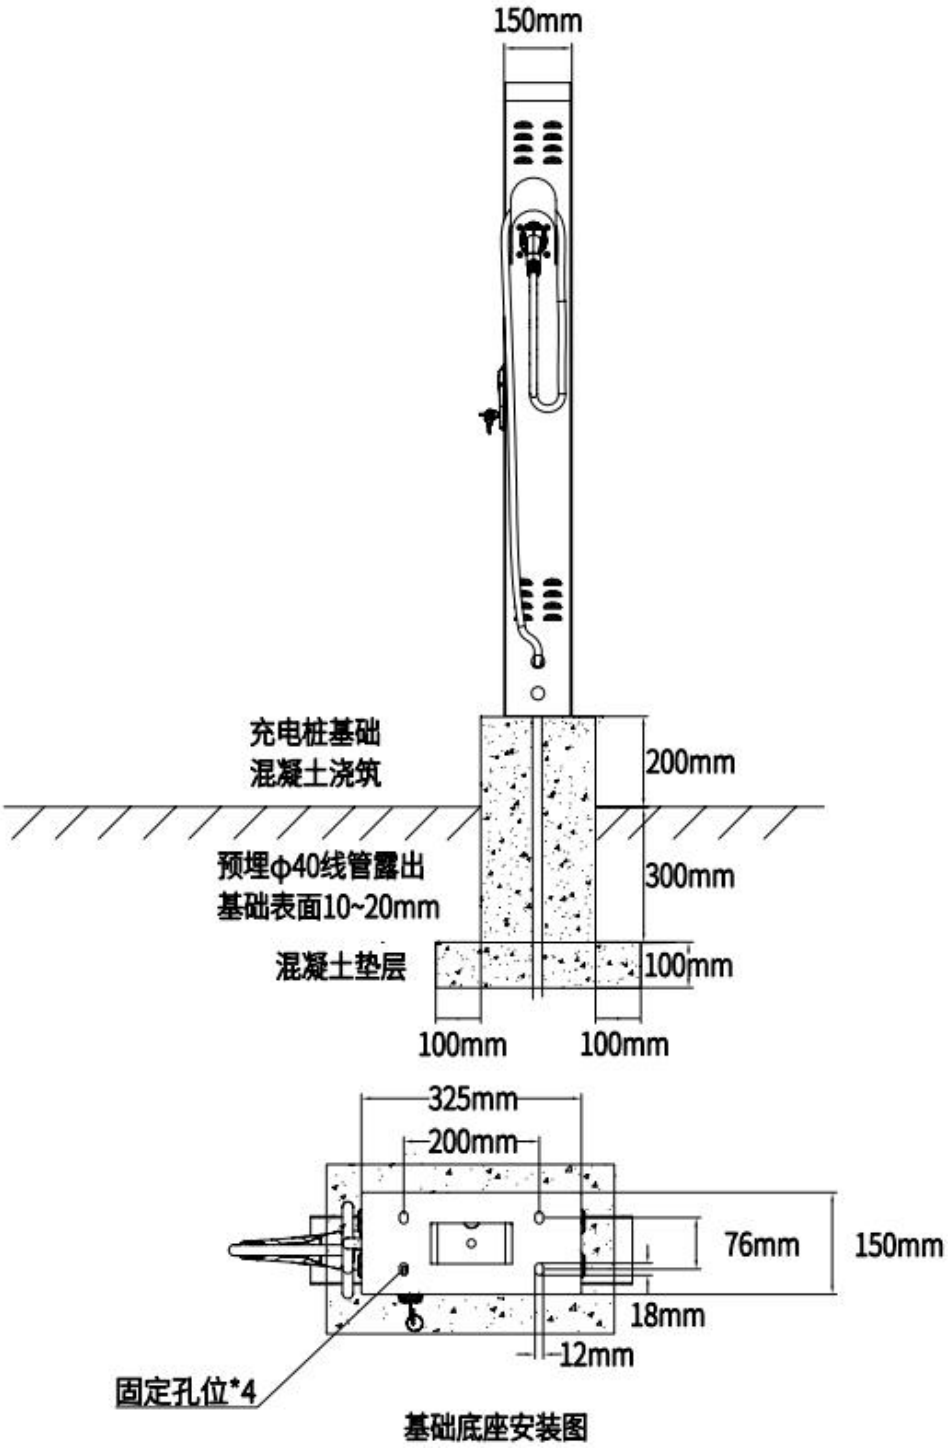

图 5
5、将预留好的电线从设备中间穿入，再把支架用 4 个膨胀螺丝固定，如图 5。